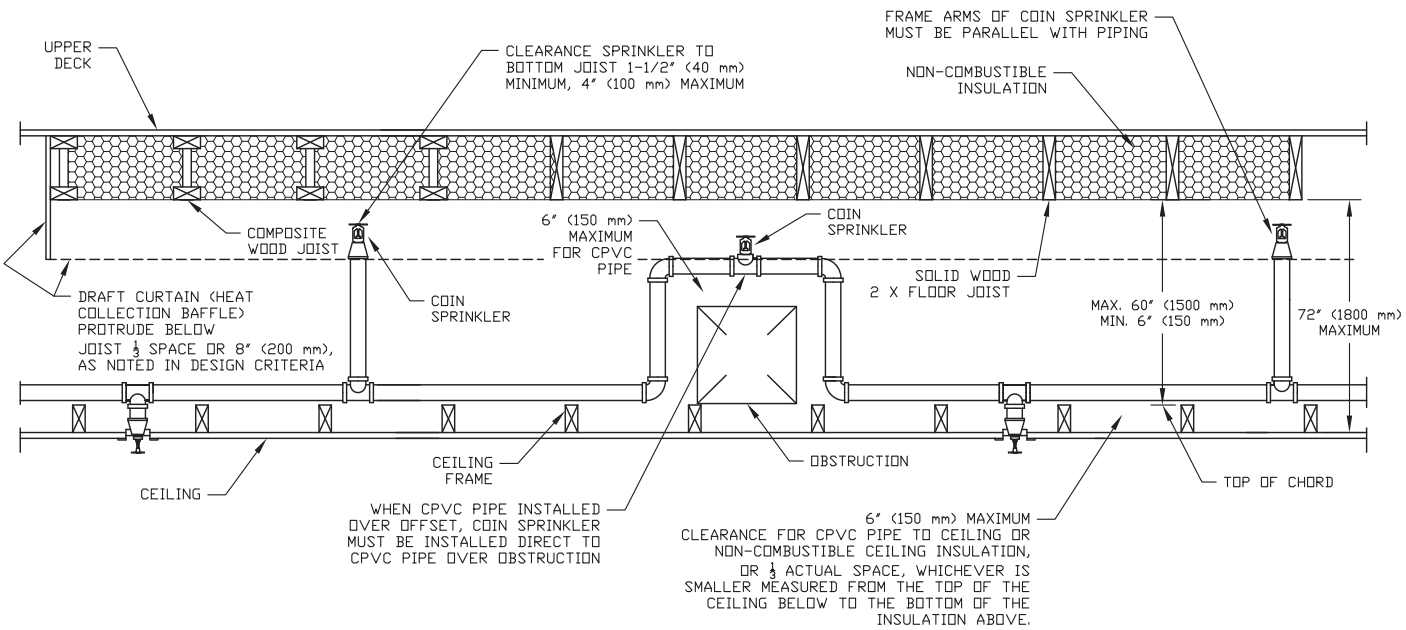

Figure 5: Solid Wood or Composite Wood Joist Construction with Non-Combustible Insulation Filling Upper Deck Using CPVC Pipe (Cross Section View)
Solid wood or composite wood joist with non-combustible filled insulation only (Figure 5):
- 1-1/2" to 4" (40 - 100 mm) below non-combustible insulation-filled solid wood joists or composite wood joists (see Figure 5).